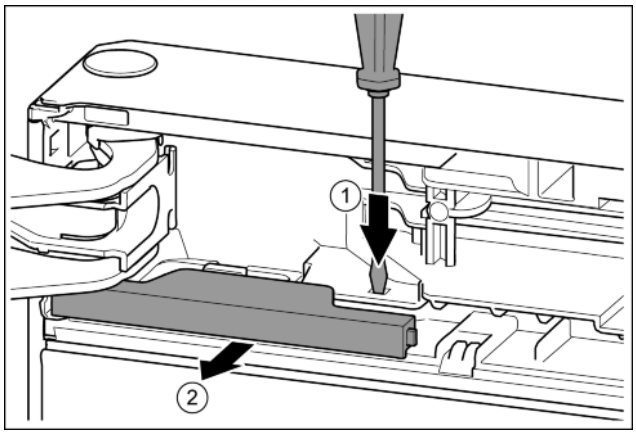

Fig. 9
▶ Pousser la languette avec un tournevis plat. *Fig. 9 (1)*
▶ Sortir le cache de l'encliquetage. *Fig. 9 (2)*